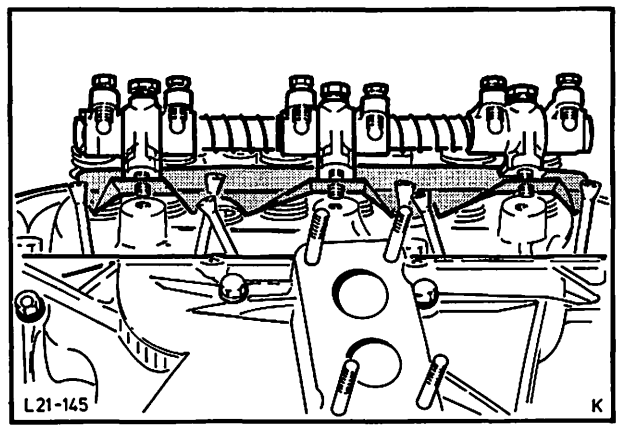

Abb. 207 Kipphebelachse mit Ölfangblech entfernen, „C"-Motor
9. Kipphebelachsen mit Ölfangblechen abmontieren, Abb. 207. Stößelstangen entfernen.